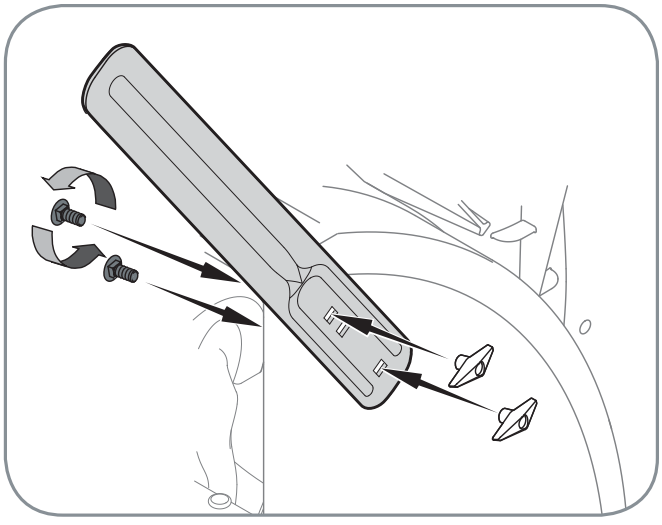

Fig. 3-13
- Positionnez les barres de coupe pour qu'elles font face à l'avant comme illustré à la Fig. 3-13. Maintenez-les en place avec la boulonnerie enlevée précédemment, les écrous à oreilles devraient être attachés sur l'extérieur du logement comme illustré.